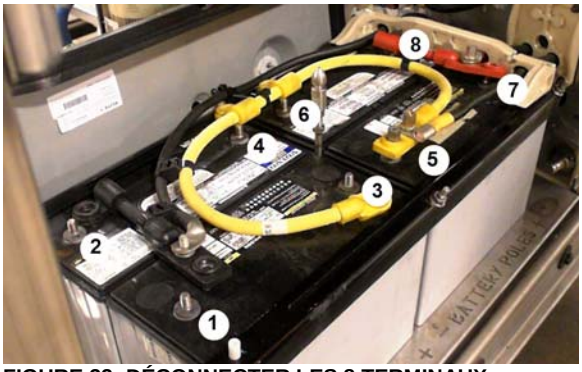

FIGURE 32: DÉCONNECTER LES 8 TERMINAUX
3. Avec une douille 9/16'' et une clé à rochet, déconnecter les huit (8) terminaux des batteries (FIGURE 32).